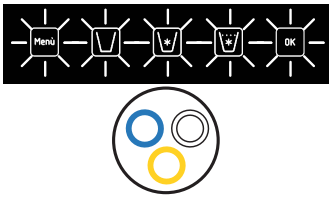

Fig. 1-01
29.3 - Assicurarsi che tutti i pulsanti dell'apparecchio lampeggino e che le luci del rubinetto siano accese, vedi Fig. 1-01.